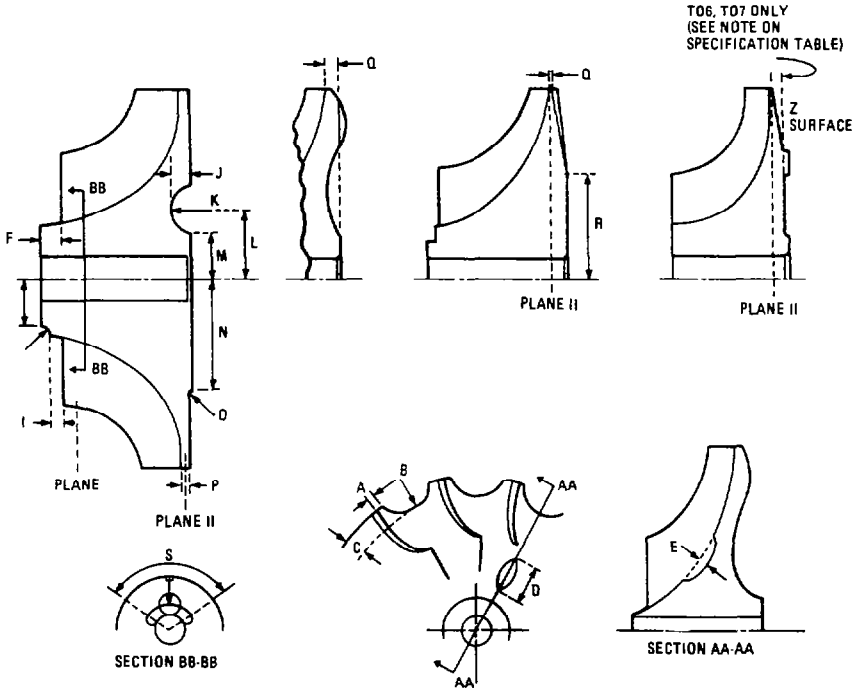

Fig. 144 — Compressor Wheel Balance Planes and Stock Removal Limits
Also check the balance of the compressor wheel. Refer to Table 6 and fig. 144 for balance by removing stock with a grinder. Refer to Table 6 and fig. 144 for stock removal limits. Clean up burrs around the area of stock removal before measuring the balance each time. After completion of the balancing operation, repeat the fluorescent penetrant inspection.
**Table 6. Compressor Wheel Balance Specifications and Stock Removal Limits (Use with Fig. 144)**